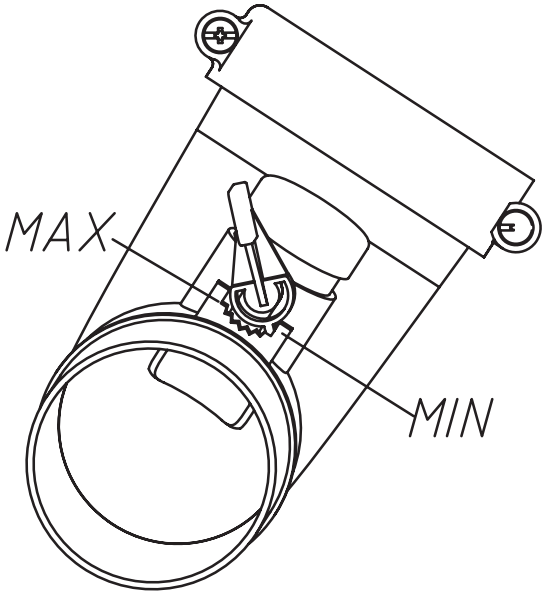

Fig 10
(2)Pulverizado.Regule la descarga usando la tuerca que regula la cantidad como se muestra en la Fig.10.